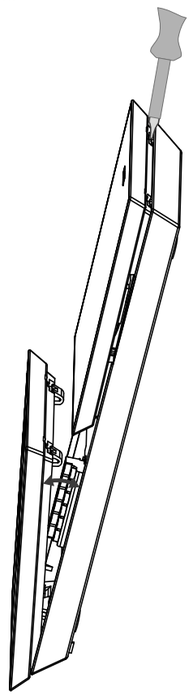

Bild 4: Zusammenbau / Demontage
- Tasten-Aufsatz und Lautsprecher-Aufsatz (Bild 4) jeweils unten in das Unterteil einhaken und nach oben klappen bis die Rasthaken verriegeln.
ℹ Zur Demontage der Aufsätze können die Rasthaken (Bild 4) mit einem Schraubendreher entriegelt werden.